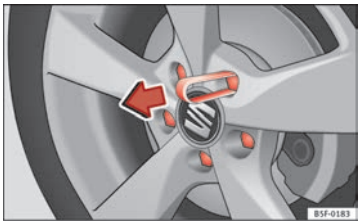

Fig. 125 Roda: parafusos da roda com capas de protecção
– Encaixe a pinça de plástico (ferramenta de bordo) na capa de protecção até que encaixe ⇒ Fig. 125.